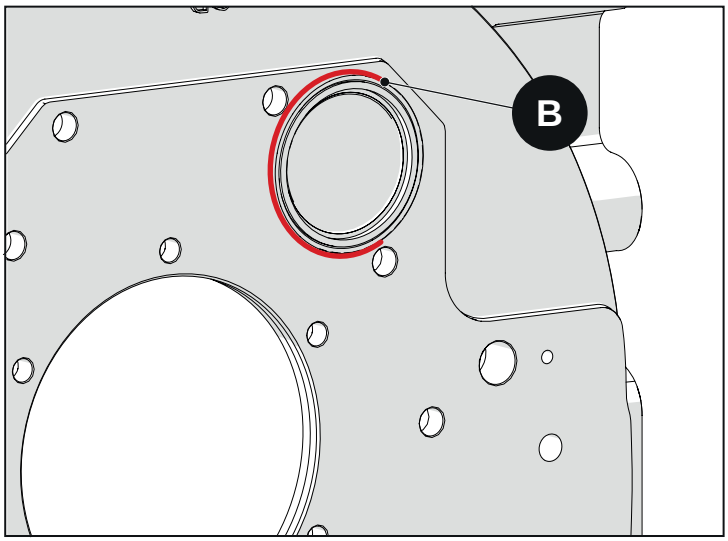

Fig. 2.130
- Déposer un cordon de silicone de 2 mm d'épaisseur autour du joint torique tel qu'indiqué dans la fig.2.130.